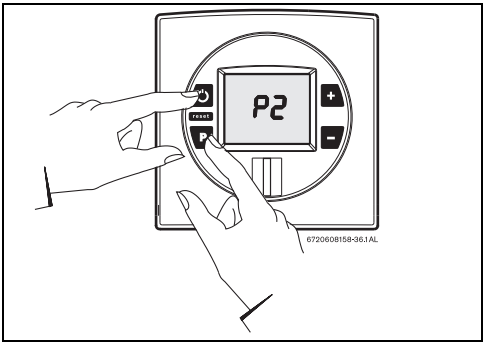

Рис. 43
- Удерживая нажатой кнопку программы (P), нажмите кнопку «Вкл./выкл.» для включения водонагревателя (см. Рис. 43).